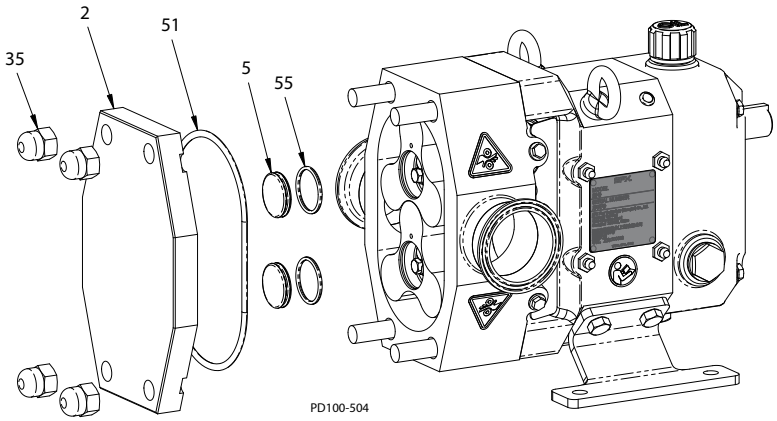

Figura 66 - Installazione del coperchio
1. Installare l'o-ring del tappo a vite (Figura 66, articolo 55) nella relativa scanalatura (articolo 5) e montarlo nel foro del rotore. A questo punto l'o-ring scatta.